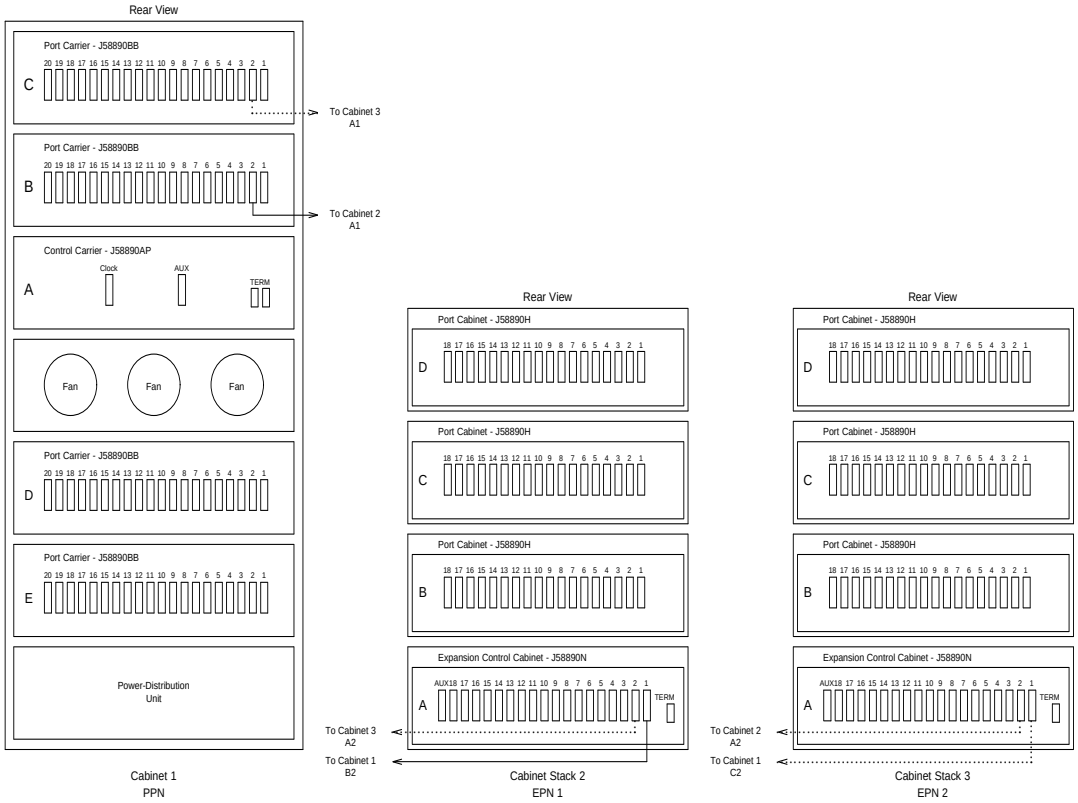
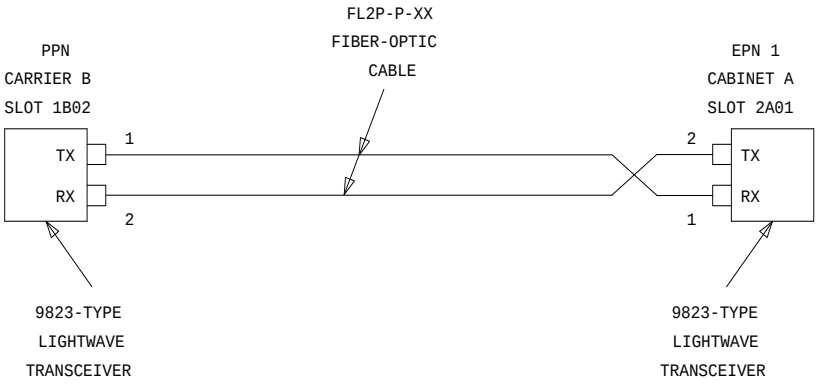
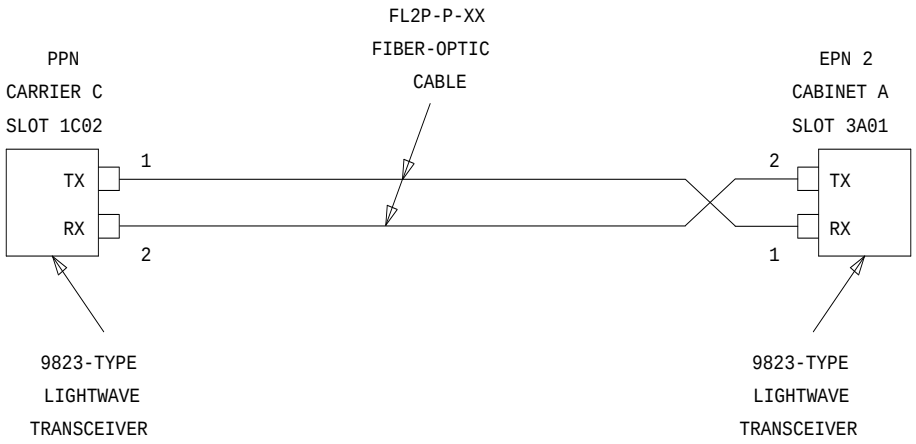
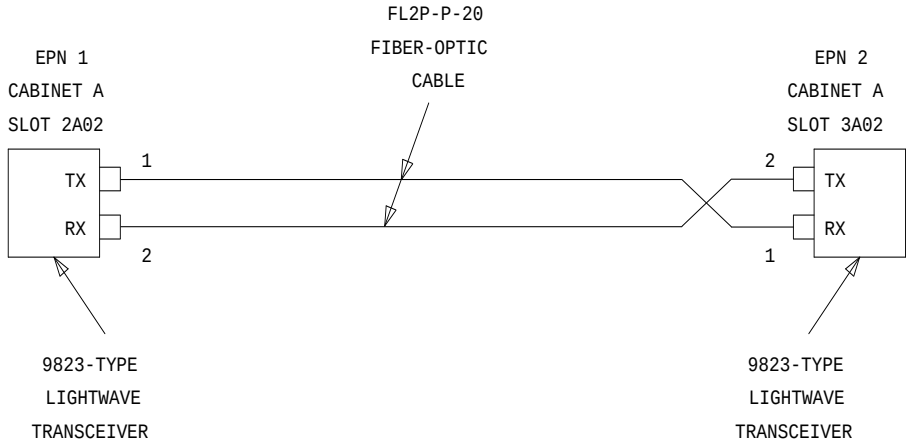

Figure 7-11. Standard-Reliability G3r V4 with Three Port Networks
Figure 7-12. Fiber-Optic Connections PPN to EPN1
Figure 7-13. Fiber-Optic Connections PPN to EPN2
Figure 7-14. Fiber-Optic Connections EPN1 to EPN2
The connectors on the lightwave transceivers are labeled either “TX” (transmit) or “RX” (receive), while the fibers attached to each connector are numbered either ‘‘1’’ or ‘‘2.’’ A viable fiber connection is only made when both fibers in each cable (that is, ‘‘1’’ and ‘‘2’’) route from the “TX” connector of a port network to the “RX” connector of its adjacent port network. For an example, refer to Figure 7-12.)
1. Behind port carrier B of the multicarrier PPN (see Figure 7-11, Figure 7-12, Figure 7-13, and Figure 7-14):